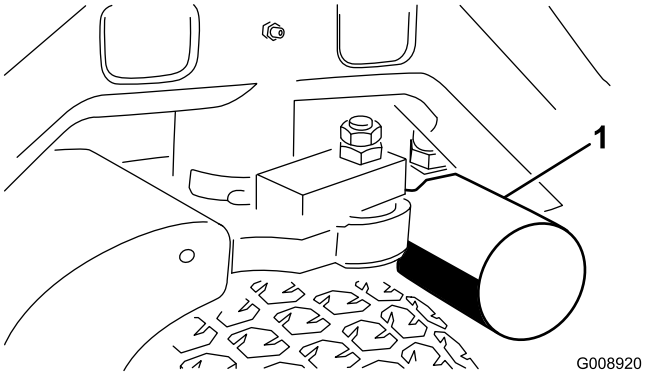
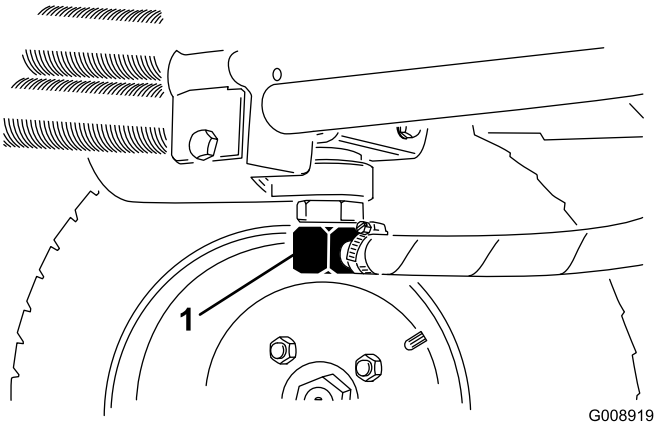

Figur 58
Figur 59
3. Rengör runt området där filtret ska monteras. Placera ett avtappningskärl under filtret (Figur 58) och avlägsna filtret.
2. Lossa hydraulledningen (Figur 59) eller avlägsna hydraulfiltret (Figur 58) och låt hydrauloljan rinna ned i ett uppsamlingstråg. Sätt tillbaka hydraulledningen när hydrauloljan har slutat att droppa.